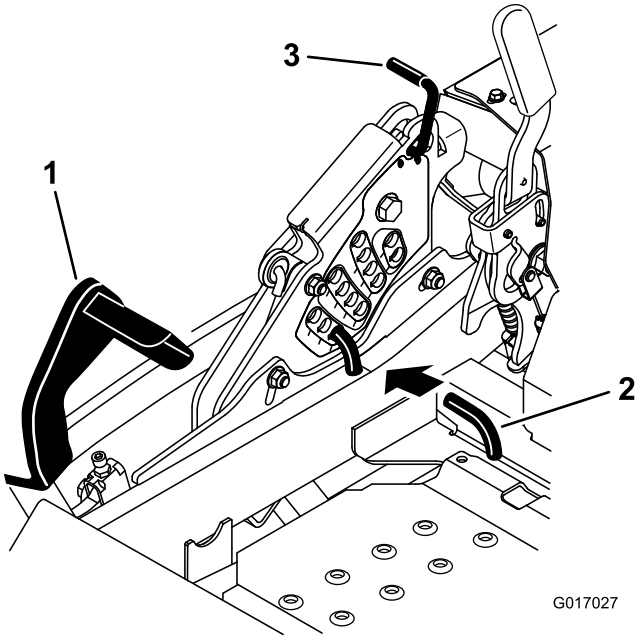

**Figuur 85**
5. Druk het voetpedaal helemaal in en het maaidek wordt vergrendeld in de transportstand van 14 cm (Figuur 85).